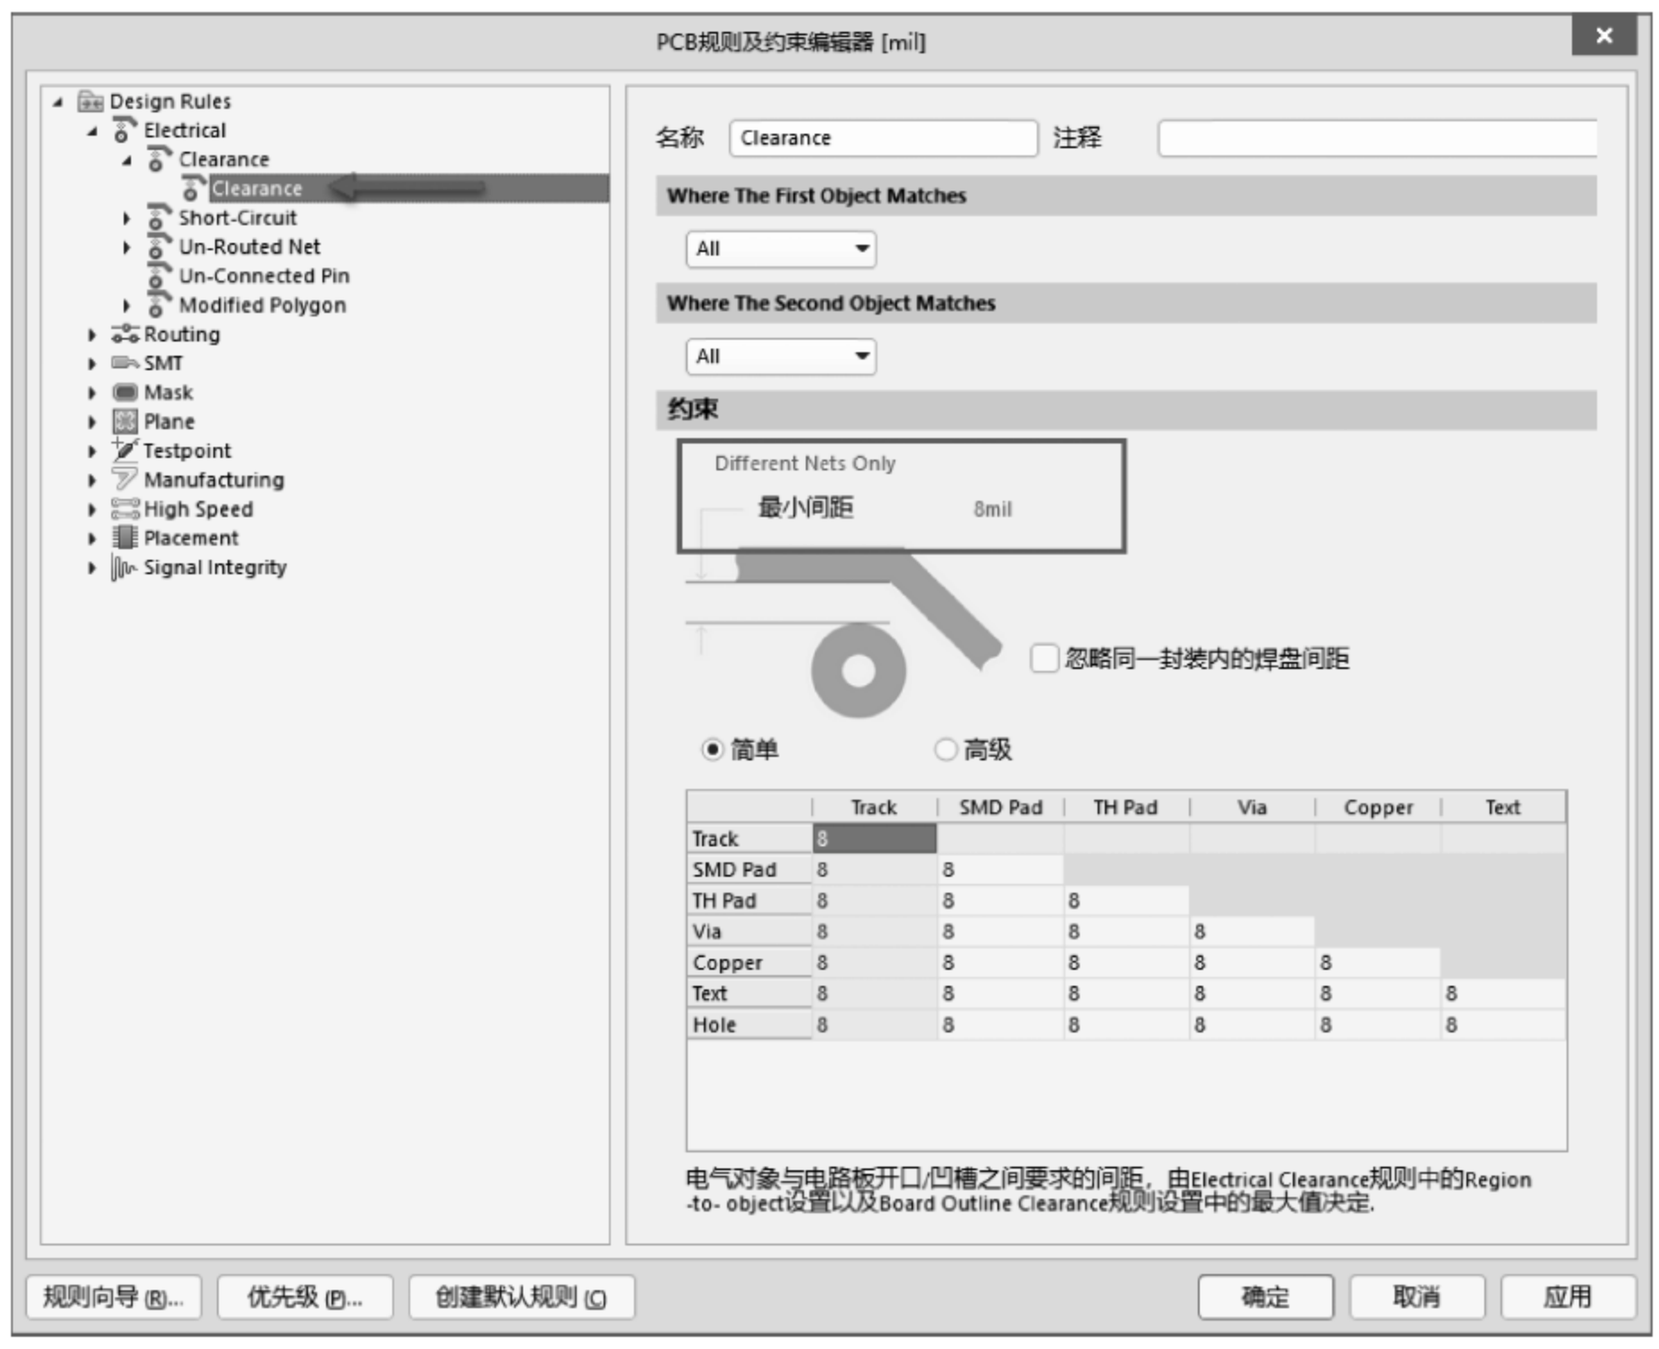

图 2-10　设置整板间距规则
(1) 在 PCB 设计环境下,按快捷键 D+R 打开“PCB 规则及约束编辑器”对话框,将软件默认的间距规则改为 8mil,如图 2-10 所示。